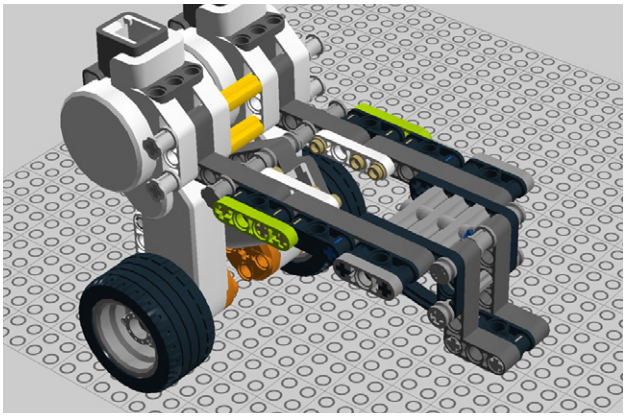

Figure 1-53. *Step 49: Adding liftarms*
49. Add two 4M liftarms to the ends of the cross axles as shown in Figure 1-53.